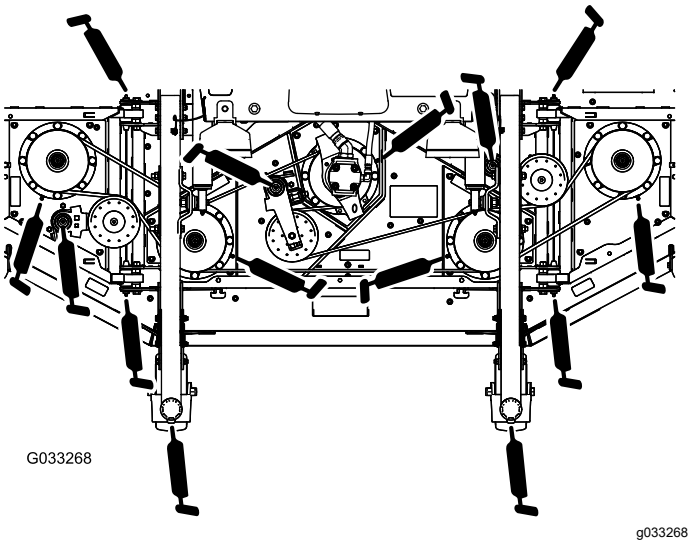

Figuur 83
- 2 lagerbussen van de as van de zwenkwielvork (Figuur 83)
- 5 lagers van de spilassen (op de spilbehuizing); zie Figuur 83
- 3 lagerbussen van het draaipunt van de spanarm (op de as van het draaipunt); zie Figuur 83
- 4 lagerbussen van de zijmaaidekken (op de scharnierpennen van de zijmaaidekken); zie Figuur 83